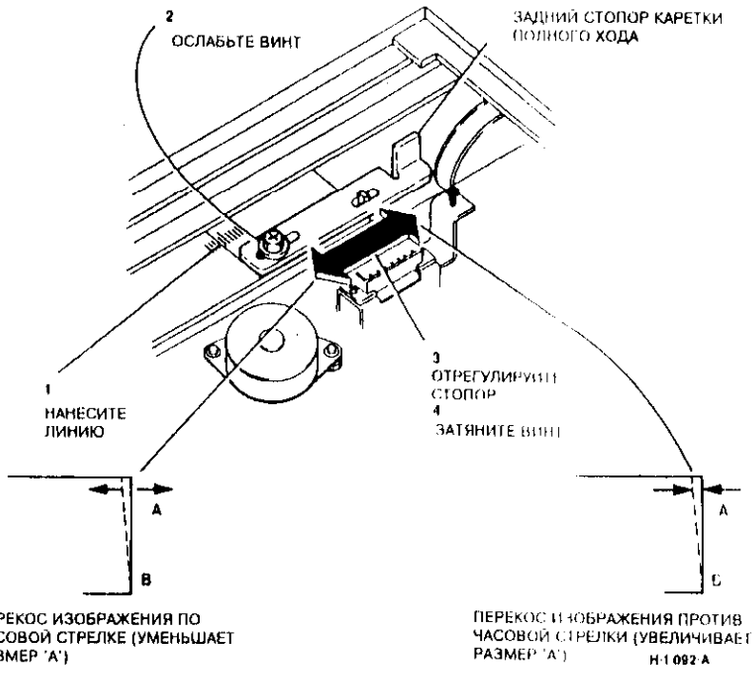

Рисунок 2. Устранение перекоса передней кромки
2. Для устранения перекоса передней кромки отрегулируйте положение заднего стопора каретки полного хода (рисунок 2).